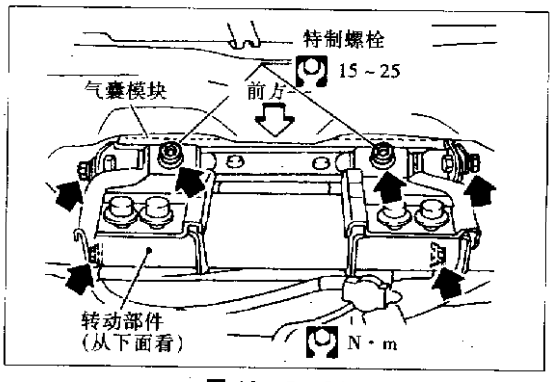

图10-2-21
①在转动部件上安装前乘员气囊模块。保证接头不夹在气囊后部和转动部件之间，见图10-2-21。
②安装手工具箱总成(手工具箱盖打开)。
③气囊模块接头与车身接头相连。
④关上手工具箱盖。